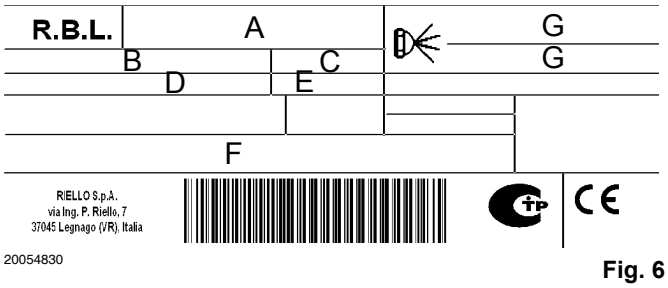

Fig. 6
- ➤ the model (see **A** in Fig. 6) and type of burner (**B**);